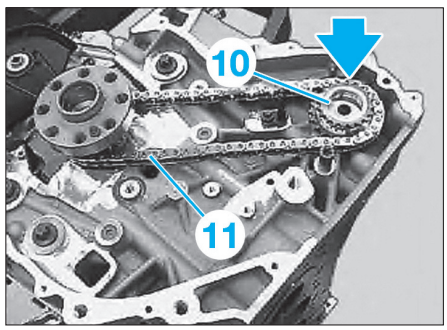

Fig. 16
• Positionner la chaîne de distribution (11) sur le pignon de vilebrequin **(Fig.16)**.